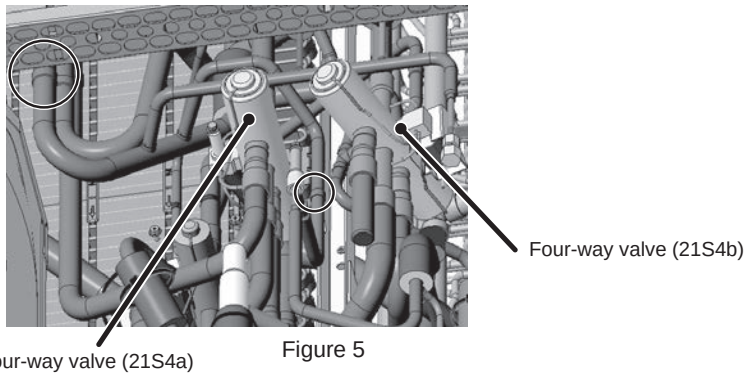

Figure 5
(4) Remove the braze from the left side of four-way valve (21S4a) and from the pipe between four-way valves (21S4a and 21S4b). (See Figure 5.)